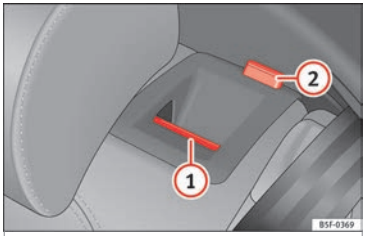

Fig. 151 En el respaldo del asiento trasero: tecla de desbloqueo (1); marca roja (2).
• Tire de la tecla de desbloqueo ››› **fig. 151** (1) hacia delante y, al mismo tiempo, abata el respaldo.
• El respaldo trasero está desbloqueado cuando se ve una marca roja en la tecla (2).
El respaldo trasero está desbloqueado cuando se ve una marca roja en la tecla ››› **fig. 151** (2).